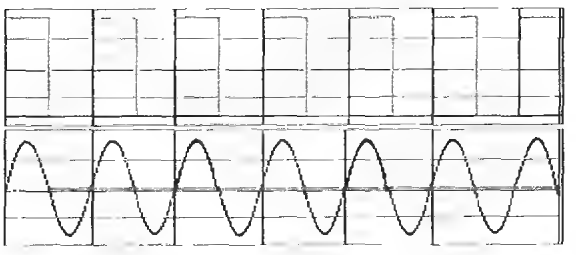

Figure L49-13
4. Reset the voltage to 200 mV ***AC*** but set your DMM to V ***DC***. No matter how hard you try, you cannot get a measurement of DC voltage from an AC feed. Why doesn't the signal show any DC voltage? You've seen something similar to this before. Look at Figure L49-13.